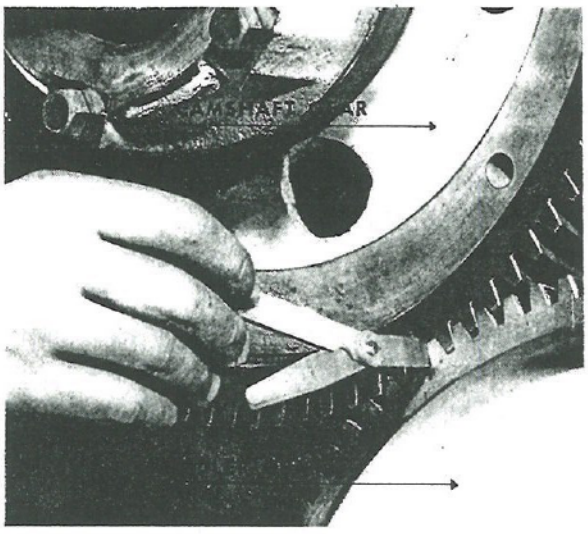

Fig. 71. Measuring Camshaft Gear Back Lash for Timing Adjustment
b. The gears should function without attention for many hours. Occasionally one of the gears may become stripped or worn out, making replacement necessary. After replacement, it will be necessary to re-time the engine. If the gears are not stripped but thought to be worn excessively, check the backlash with a feeler gauge as illustrated in Fig. 71. If the clearance between the teeth exceeds the maxi-